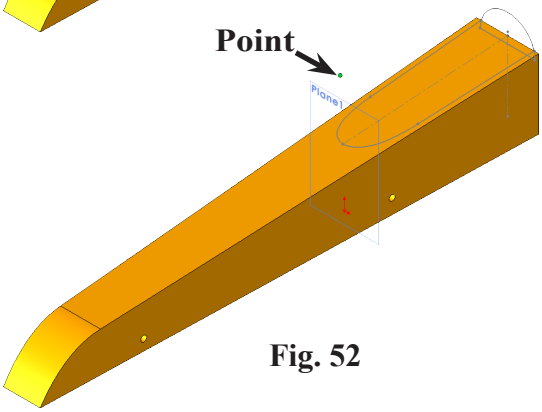

Fig. 52
Step 3. Draw one point above the Loft sketches, **Fig. 52**. Be very careful to draw only one point, it is easy to accidently click extra points.